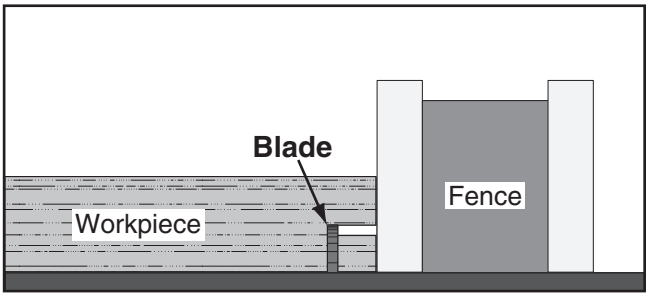

Figure 72. Example of second cut to create a rabbet.
7. Lay workpiece flat on table, as shown in **Figure 72**, adjust saw blade height to intersect with first cut, then perform second cut to complete rabbet.